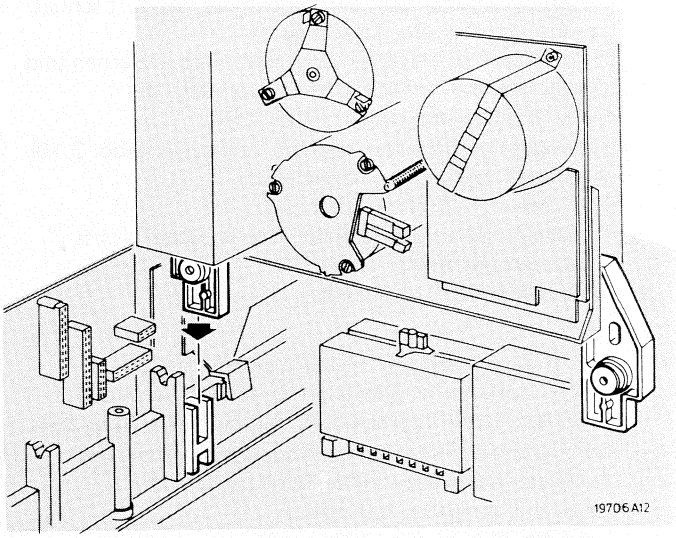

Fig. 2.5
- Das Laufwerk in die "Service"-Stellung bringen (siehe Abb. 2.5). In dieser Stellung kann das Laufwerk, wenn auch auf kürzere Dauer und ohne Band sämtlich Funktionen durchführen. Wenn das Laufwerk auf längere Dauer in der "Service"-Stellung benutzt wird, kann die Schmierung der Motoren gefährdet werden.
- Das Laufwerk in die Service-Position bringen (siehe (Abb. 2.5).